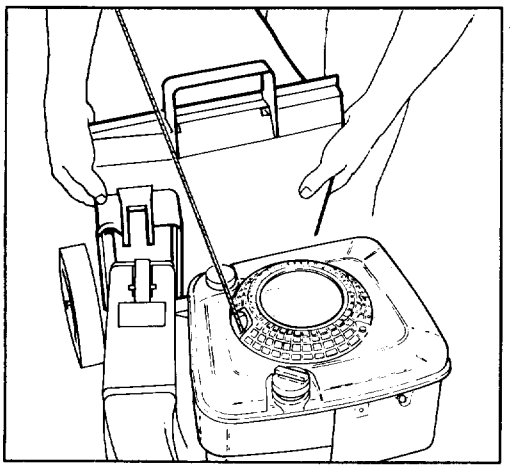

Figure 13
3. INSTALLING BAG (Fig. 13)—Hold front of bag frame and bag door together. Then place opening in bag door against flanges on rear chute and slide bag door down. Set rear of bag frame onto lower handle crossbar.